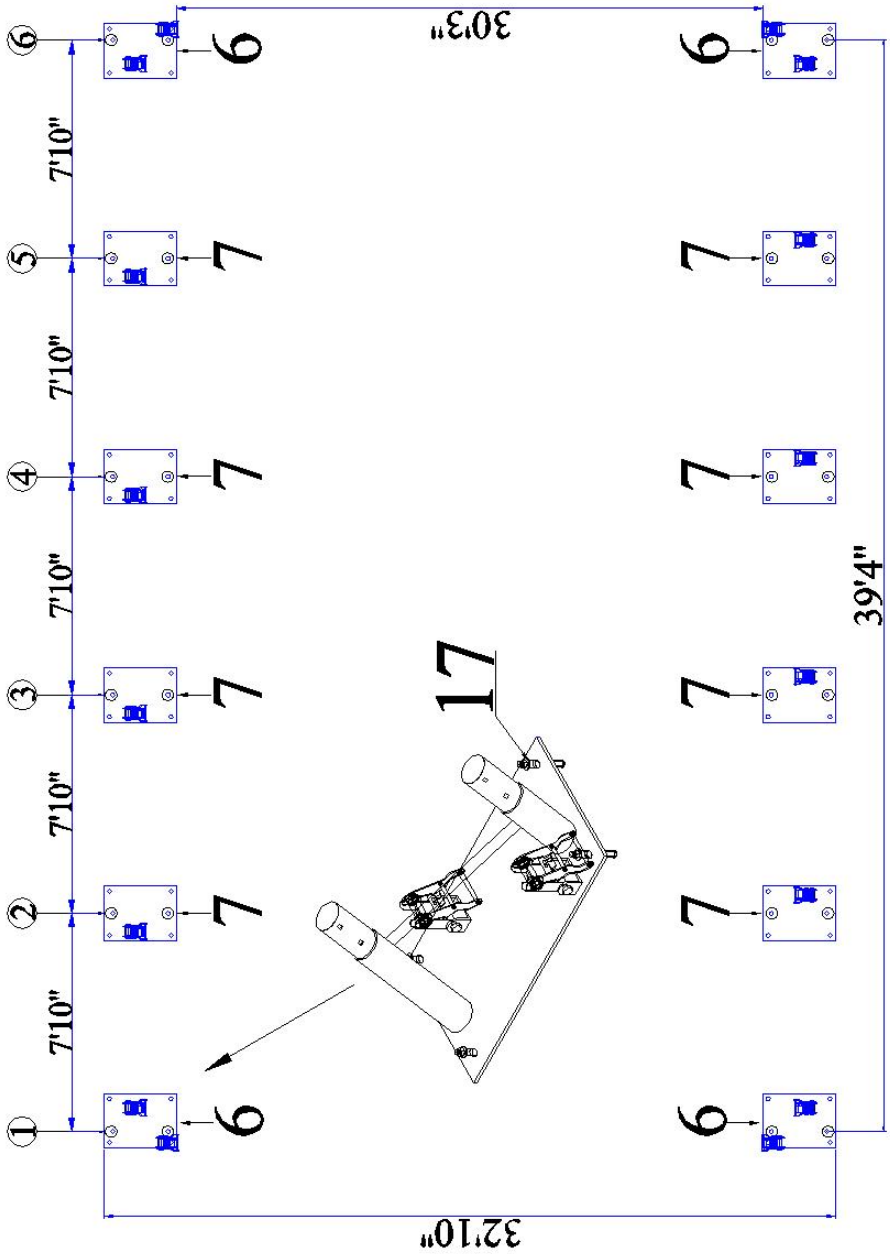

Figure 1
Please refer to the diagram (Figure 1) to mark the position of base plates
1. The measurement is done as the above figure 1 showing. Referring to the above diagram and confirm the place of base plates. ENSURE THAT THE FOUNDATION IS SQUARE.